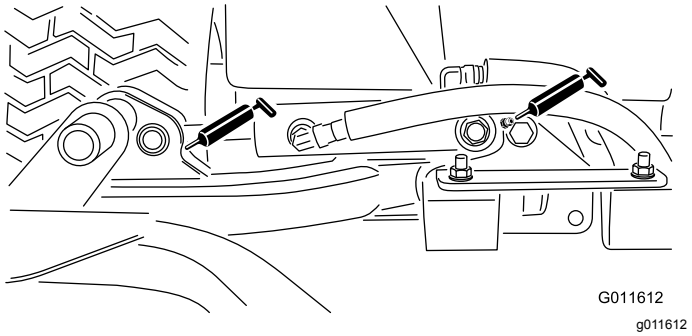

Figur 28
- Løftearmssylindere for klippeenheten (2 hver) – Figur 28
- Løftearmsdreietapper (1 hver) – Figur 28